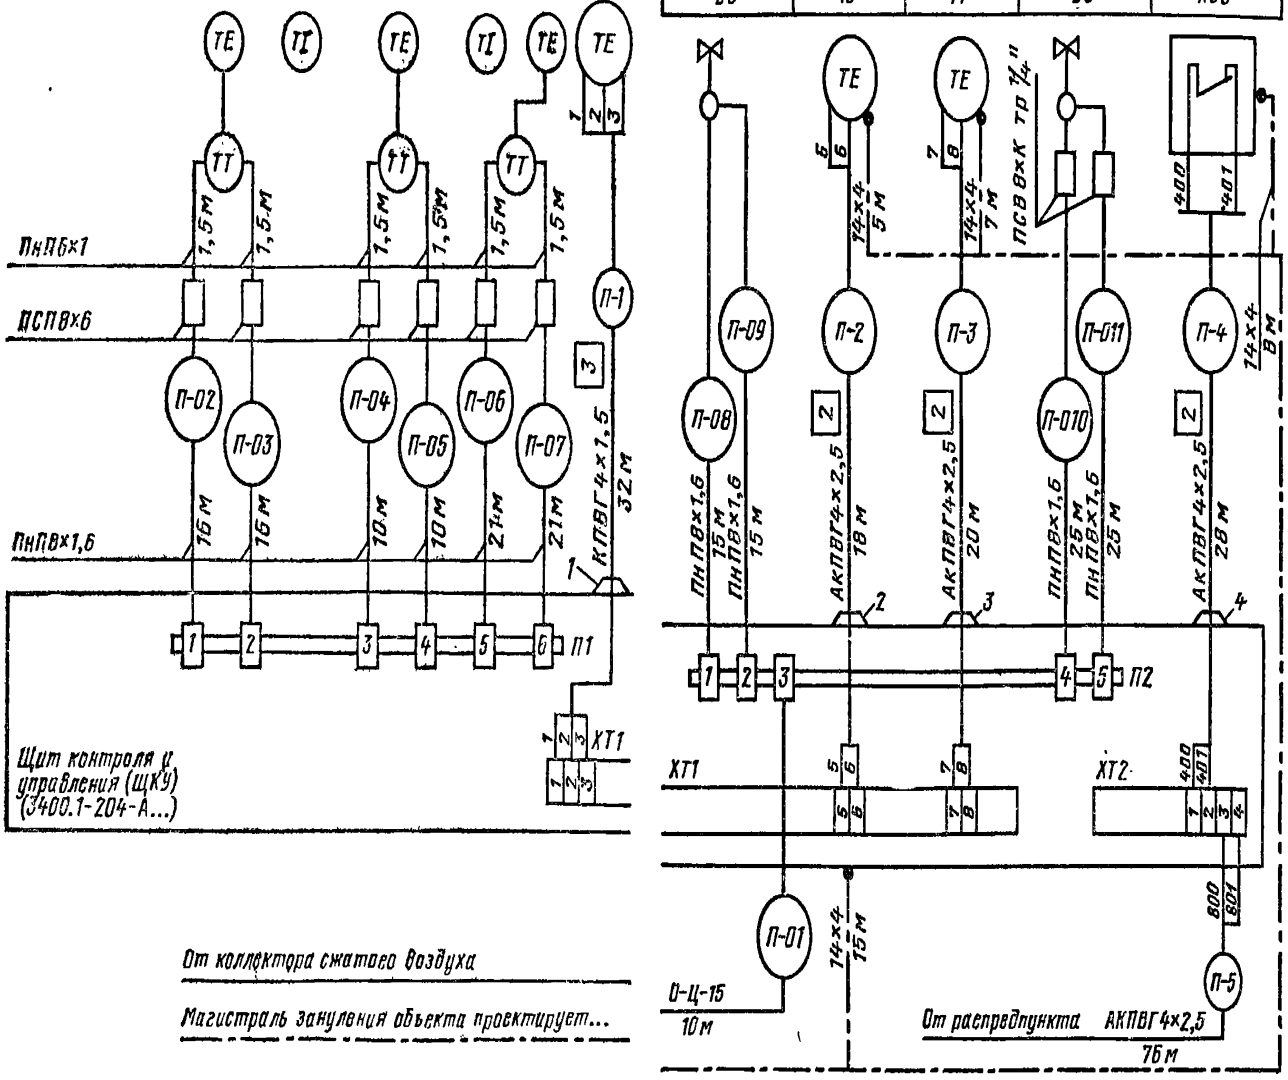

Рис. 7.2. Пример схемы соединений внешних проводок проекта автоматизации приточной системы с одиосекционным щитом
7.4. Какую информацию можно получить из рис. 7.2 по комплекту
7.6. Почему в таблице с поясняющими надписями на рис. 7.2 не указан чертеж ТМ... поз. *ВЗ* клапана на обратном теплоносителе?